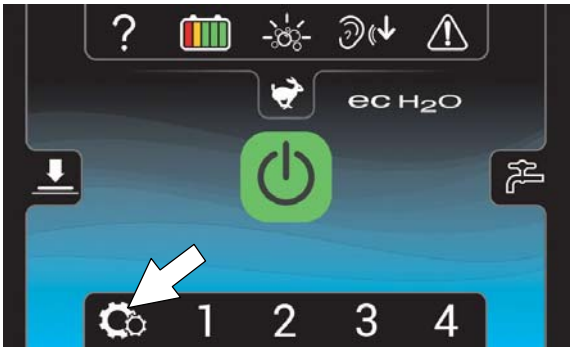

図 158
4. 管理者モードのホーム画面が表示されます（図158）。 本機の設定ボタンを押します。